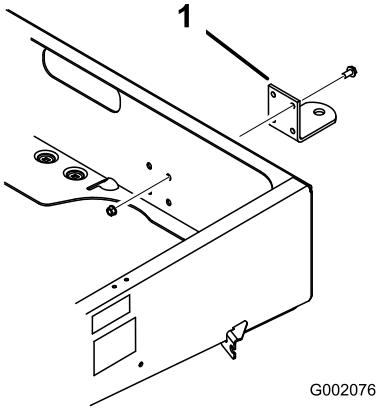

Figur 7
2. Placer trækket over monteringshullerne på stellet. Fastgør bugsertrækket med skuer og møtrikker (Figur 7).